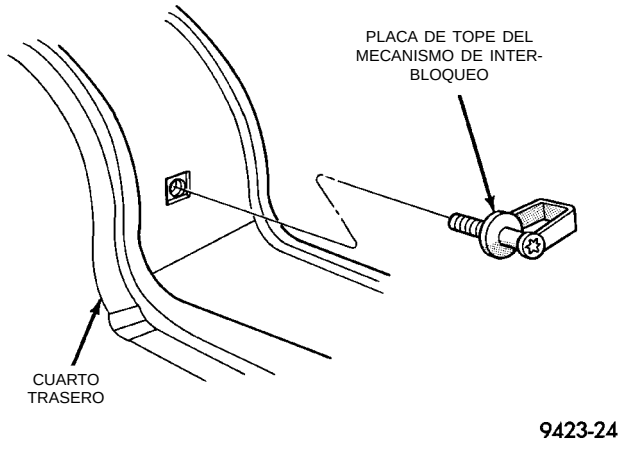

Fig. 52 Placa de tope del pestillo del mecanismo de interbloqueo de la puerta trasera
(1) Desenganche el pestillo y abra la puerta trasera.
(2) Marque el contorno de la placa de tope del mecanismo de interbloqueo en el parante C para facilitar la instalación.
(3) Retire del vehículo la placa de tope del mecanismo de interbloqueo (Fig. 52).